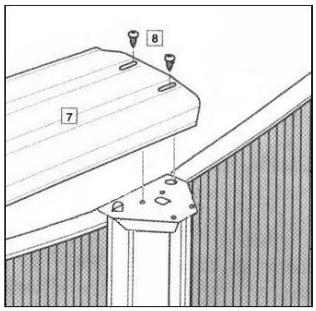

fig. 30
b) Alinear los agujeros tal y como se muestra (fig. 30) (8). Fijar en su sitio sobre la placa superior e insertar un tornillo a través de los agujeros ovales. No apretar los tornillos por el momento, hasta que todos los perfiles superiores estén colocados en su sitio.